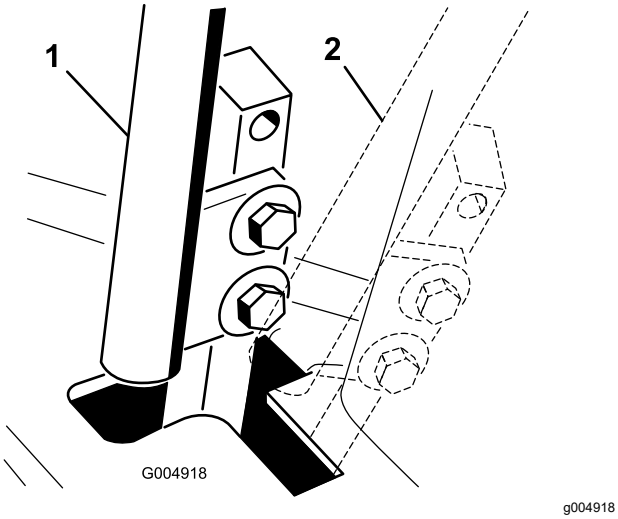

Figuur 89
4. Zet de rijhendel in de NEUTRAALSTAND **zonder deze te vergrendelen** (Figuur 89).
6. Controleer of de hendel de juiste positie heeft ten opzichte van de inkeping in het bedieningspaneel (Figuur 89).